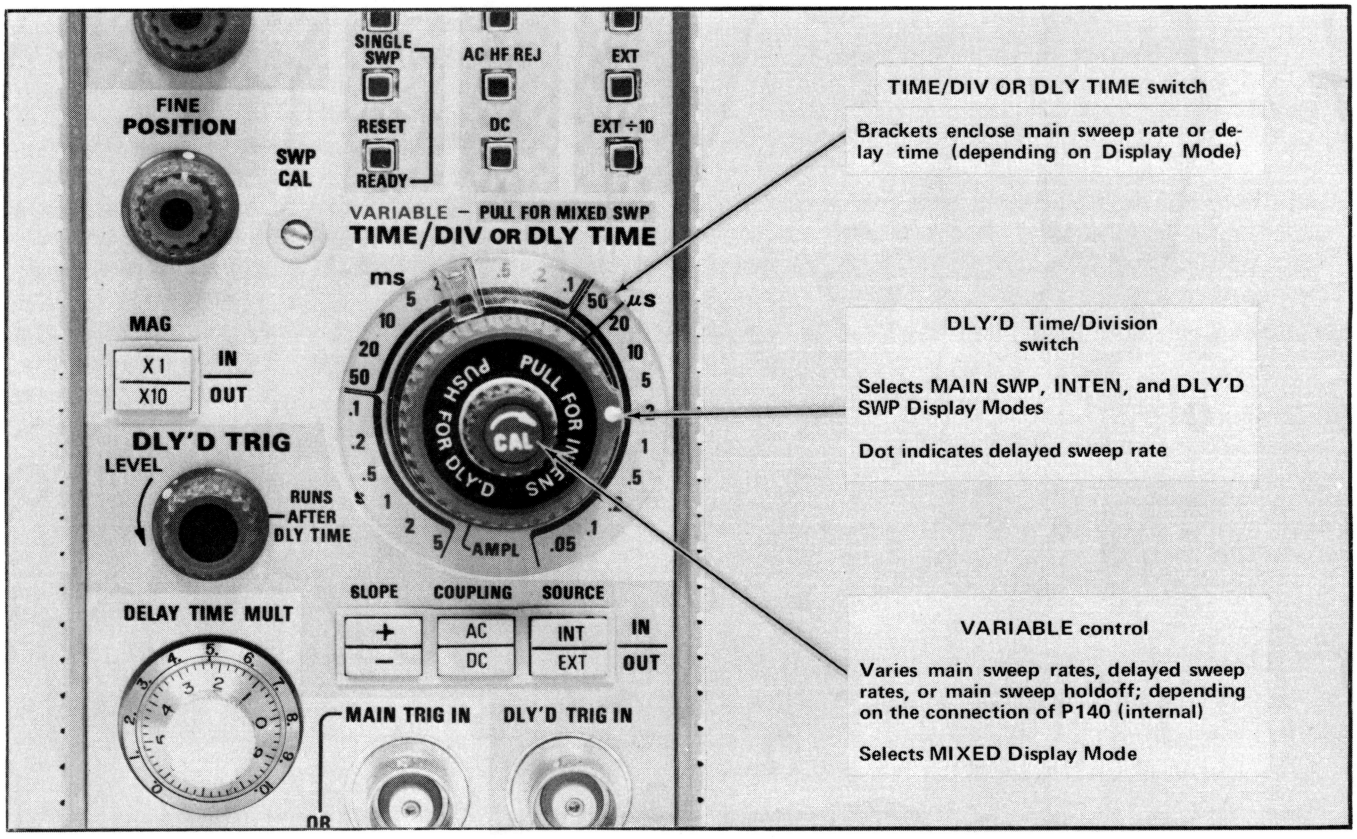

**Fig. 1-4. Composite Time/Division switch.**
**TIME/DIV OR DLY TIME.** Selects the sweep rate of the main sweep generator (see Fig. 1-4).
**DLY'D Time/Division.** Selects the sweep rate of the delayed sweep generator and selects the MAIN SWP, INTEN, and DLY'D SWP Display Modes (see Fig. 1-4).
**VARIABLE.** Combination switch and control provides variable main sweep rates, variable delayed sweep rates, or variable main sweep holdoff: depending on the connection of the multi-pin connector P140 (internal). The VARIABLE control may also be pulled outward to select the MIXED Display Mode, when operating in the DLY'D SWP Display Mode, see Fig. 1-4.